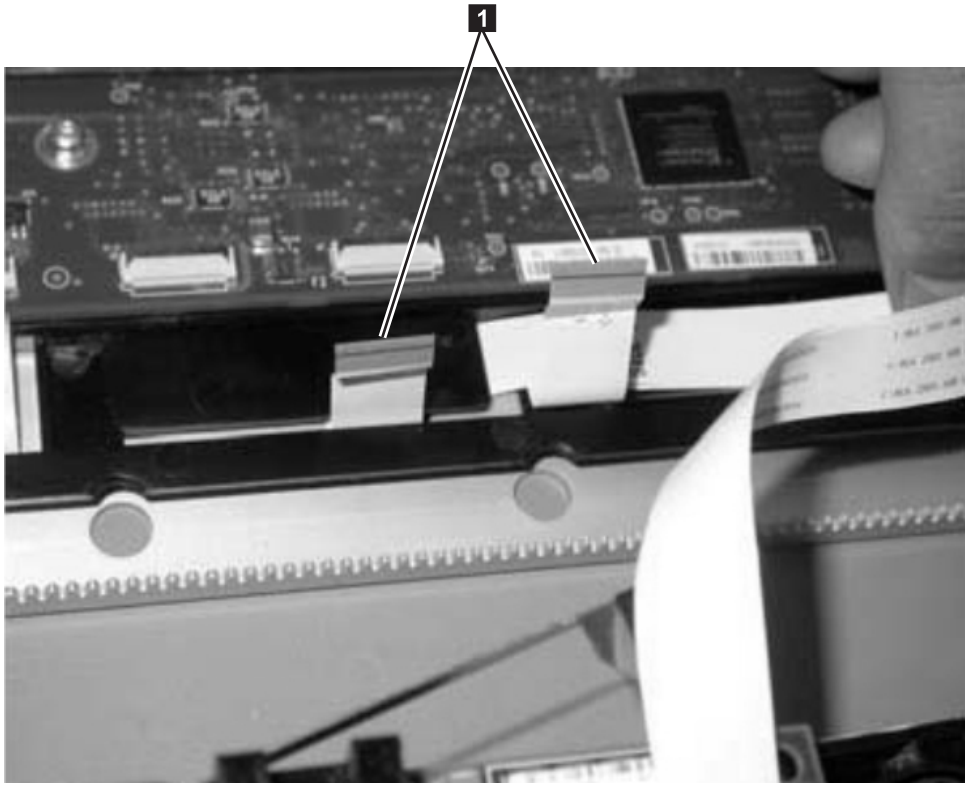
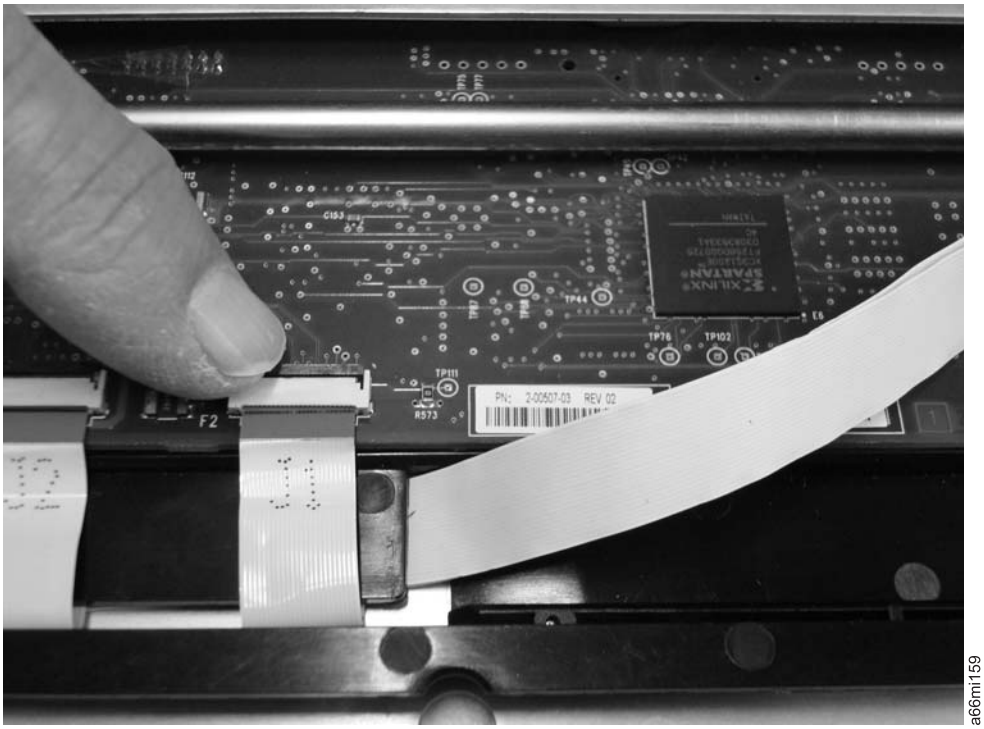

Figure 7-96. Guideline
Figure 7-97. Connect and lock the flex cable
b. Connect the cables. Note the guideline on the blue backer of the flex cable (See Figure 7-96 on page 7-88. When fully inserted, the guideline on the flex cable will be flush with the edge of the connector. Press down on the back latch on the connector to lock the cable into place. See Figure 7-97 on page 7-88.